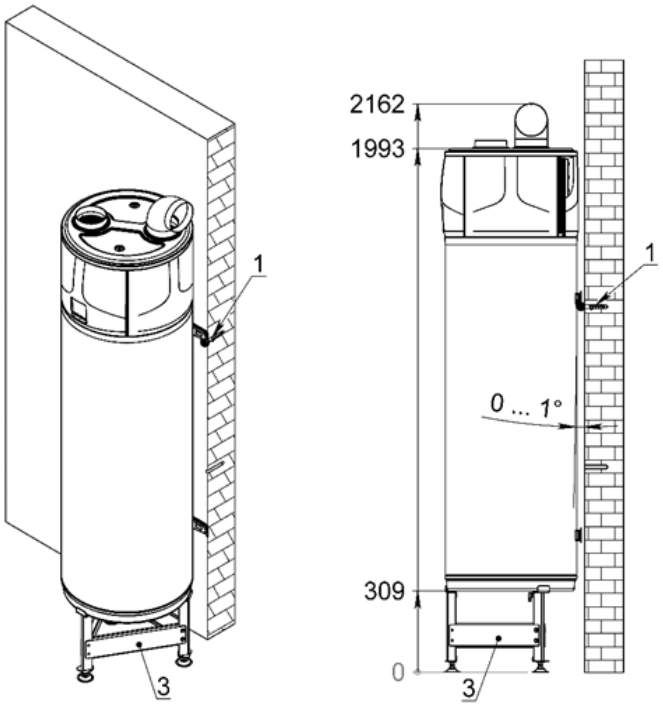

fig. 16d
- Recomenda-se vivamente a utilização de uma estrutura de suporte de pavimento (Fig. 16d). Este suporte está disponível como acessório opcional.
- Ao instalar o suporte, é obrigatório fixar o aparelho à parede através do gancho de suspensão superior 1 (Fig. 16d).
- O aparelho tem de estar perfeitamente nivelado na vertical ou com uma ligeira inclinação de 1o na direção da parede. (Fig. 16d). Este nivelamento pode ser efetuado através da regulação das três pernas do apoio.